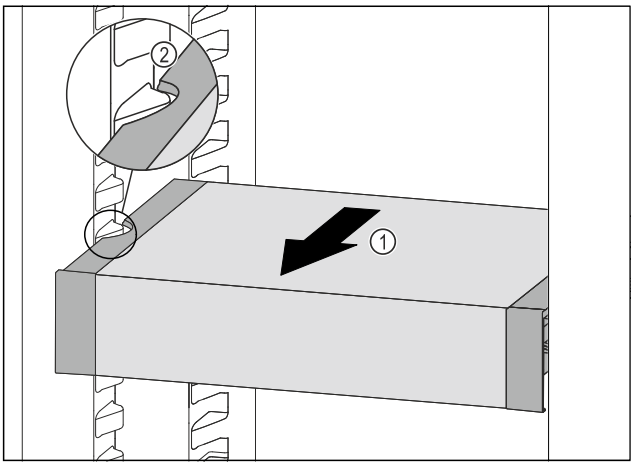

Fig. 138
▶ Tirer le VarioSafe vers l'avant *Fig. 138 (1)* jusqu'à ce que les encoches latérales du VarioSafe se trouvent au niveau de la nervure du bac dans la partie réfrigérateur. *Fig. 138 (2)*